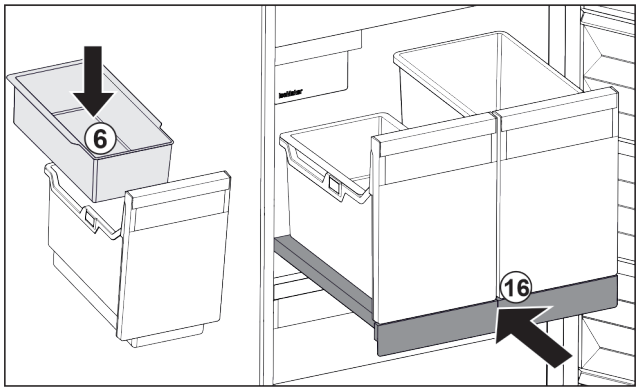

Fig. 125
▶ Insert hang-on tray *Fig. 125 (6)* for ice cubes.
▶ Slide in the pull-out board with (IceTower) container. *Fig. 125 (16)*